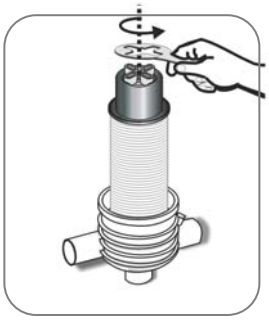

Figure 2
6. Démarrer un nouveau cycle de contre lavage manuellement en tournant le sélecteur de l'embase du solénoïde vers la position Manuel (90° dans le sens des aiguilles d'une montre, voir Figure 2).
Desserrer l'écrou papillon en partie supérieure de l'élément de filtration (**Figure 2**).